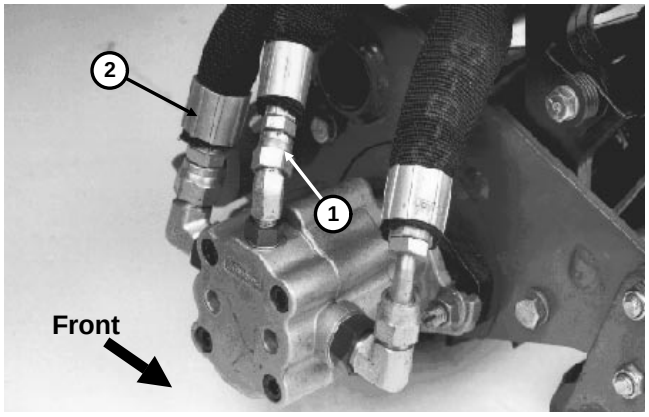

Figure 23a
3. Disconnect the motor case drain hose (small diameter hose) where it connects to traction unit (not at the motor). Put a steel cap on the fitting at the traction unit. leave the case drain hose open (Fig. 23a)
4. Disconnect hose from outlet of motor to be tested. Put a steel cap on the motor fitting. Put a steel plug in the disconnected hose (Fig. 23a).